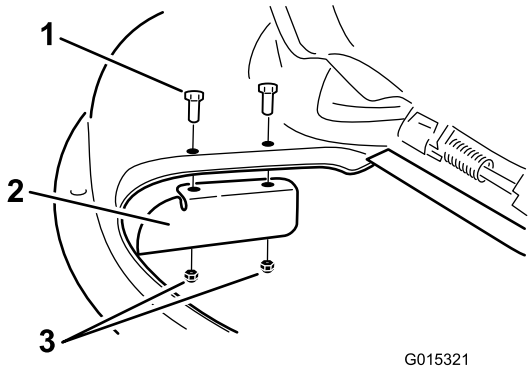

Figur 33
9. Montera kantskärmen på klippdäcket (Figur 33). Fäst skärmen på klipparen med hjälp av de två låsmuttrarna (5/16 tum).
3. Ta bort kantskärmen från klippdäcket (Figur 33).